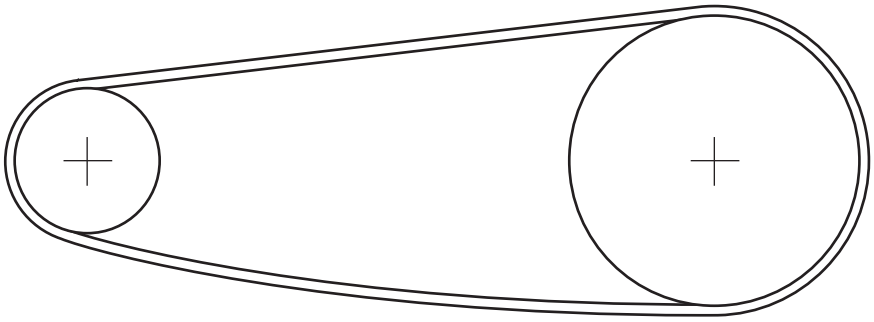

**Fig. 11.4**
**(v)** Add sketches and notes to Fig. 11.4 to show **one** method of keeping a flat belt in tension.